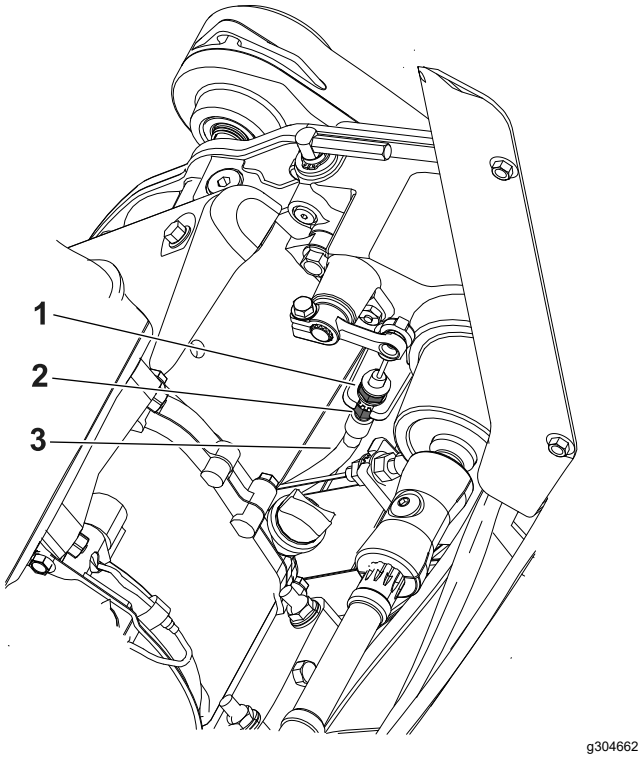

Figur 37
- Du øker kabelspenningen ved å løsne den fremre kabellåsemutteren og stramme den bakre låsemutteren (Figur 37). Gjenta trinn 2, og juster spenningen om nødvendig.
- Du reduserer kabelspenningen ved å løsne den bakre låsemutteren og stramme den fremre kabellåsemutteren (Figur 37). Gjenta trinn 2, og juster spenningen om nødvendig.